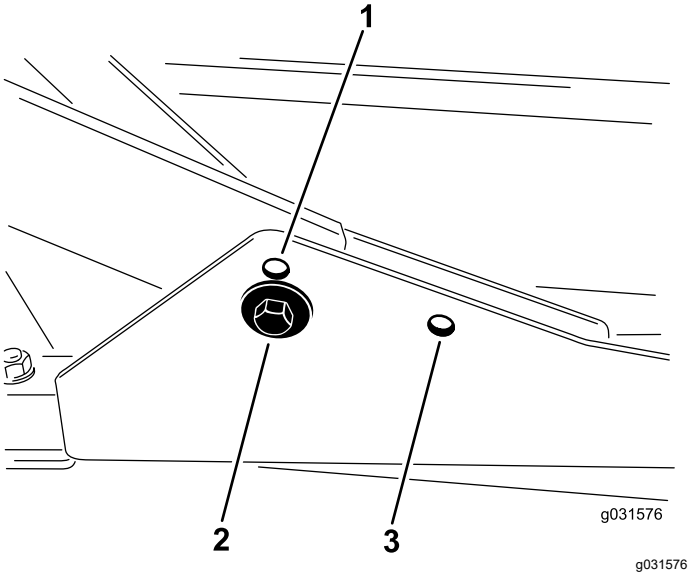

Figura 17
1. Para alturas de corte na gama de 2 a 7,6 cm, monte as estruturas de suporte frontais nos furos de montagem frontais inferiores (Figura 17.
furos de montagem frontais superiores (Figura 17).
Para todas as alturas de corte, monte a unidade de corte traseira nos furos de montagem traseiros (Figura 17).